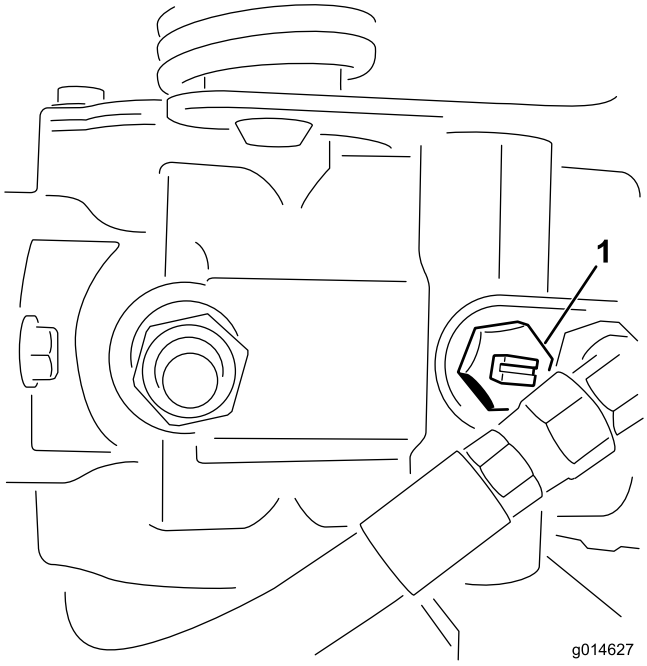

Figuur 44
1. Ga naar de omloopklep op de pomp en draai deze zodat de sleuf verticaal staat (Figuur 44).
2. Voordat u de motor start, moet u de omloopklep sluiten door deze zo te draaien dat de sleuf horizontaal staat (Figuur 44). U mag de motor niet starten als de klep open is.